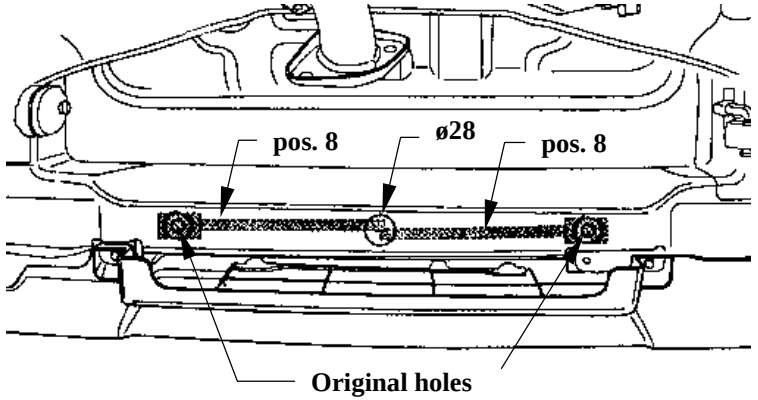

Fig. 4 The jibs plecement
4. According to figure 4 drill hole ø28mm underneath the car.
5. Through made hole insert nuts on the jibs (pos. 8) in this way so nuts agree with original holes. Fix loosely couplers (pos. 6 and 7) using bolts M10x35mm (pos. 14). Remember to put washer M14 (pos. 17) between couplers and frame of the car.
6. Hole X blind using rubber plug (pos. 23).
7. Fix main bar of the towing hitch (pos. 1) to the frame of the car using bolts M12x1,25x30mm, M12x1,25x40mm and using bolts M12x1,25x50mm through handles (pos. 4 and 5). On the right side on the handle pos. 4 fix original towing eye.
8. Fix tow-ball (pos. 2) and socket plate (pos. 3) by bolts M12x75mm (pos. 9) from equipment.